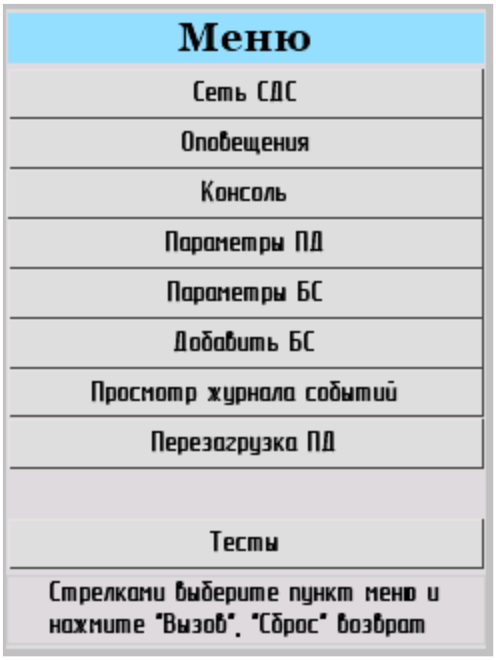

Рис. 5.1
5.1 Зайти в меню настроек. Для этого на клавиатуре набрать комбинацию #9. На дисплее появится основное меню (рис. 5.1).